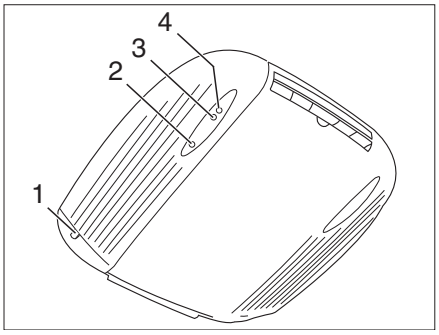

Fig. 113 Interior view
- Connect the vehicle to the 240 V power supply. The air conditioning unit is ready to operate. The red LED (Fig. 113,2) lights up.
The green indicator lamp (Fig. 113,3) indicates cooling operation, the red indicator lamp (Fig. 113,4) heating operation.